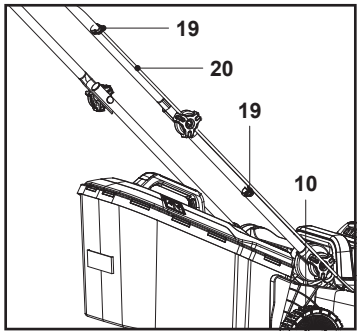

**Fig. 4**
6. Fixează cablul de control (20) cu cele două cleme de cablu (19) (fig. 4).